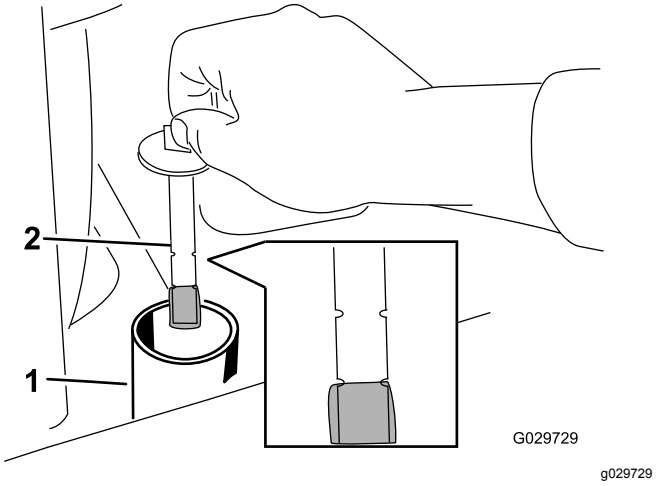

Rysunek 62
6. Wykręć korek zbiornika oleju hydraulicznego i wskaźnik poziomu oleju (Rysunek 62).